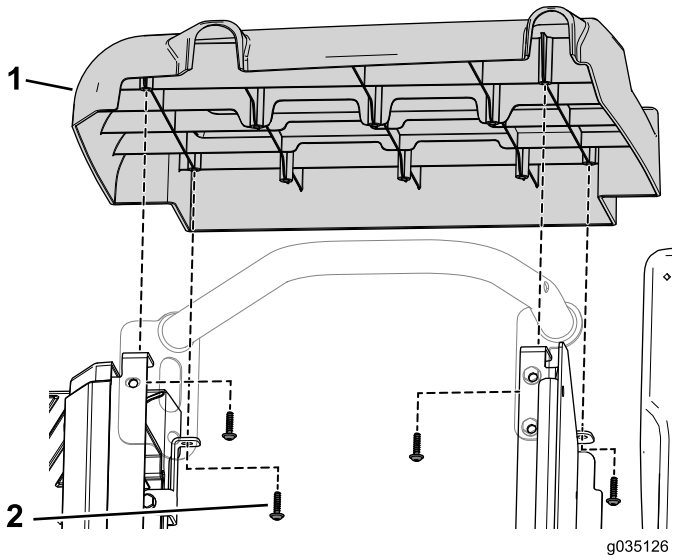

Figure 94
5. Use the 8 self-tapping screws (3/32 x 7/8 inch) to secure the left and right side panels from the kit to the front seat base (Figure 94).